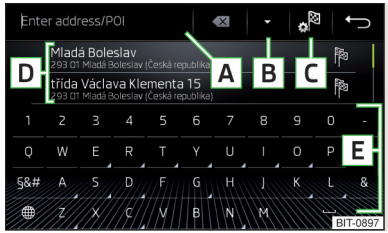
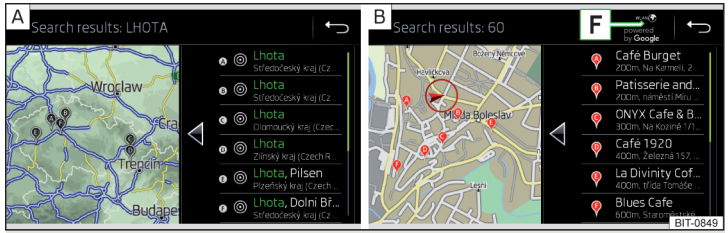

Fig. 124
Fig. 125 **Lista de los destinos solicitados: en los datos de navegación / online**
Superficies funcionales » fig. 124 y » fig. 125
En el área D » fig. 124 se muestra una lista de los destinos solicitados.
▶ **o:** pulsar la superficie funcional B » fig. 124.
Los destinos solicitados en los datos de navegación » fig. 125 - A.
Los destinos solicitados online » fig. 125 - B.